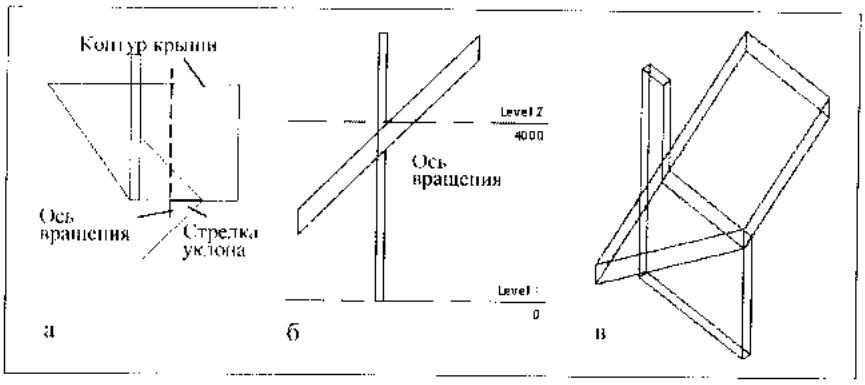

Рис. 17.5. *Стрелка уклона при построении односкатной крыши*
Ниже приведена процедура создания односкатной крыши с использованием стрелки уклона (рис. 17.5):
3. На ребре контура, которое должно определять уклон ската, по двум точкам построить стрелку уклона. Начальную точку выбрать на оси вращения ската, например, на наружном ребре стены. Вторую точку, если был выбран способ задания уклона *Slope*, можно задать в любом месте заданного направления. Если был выбран способ *Height at Tai*, стрелка должна закачиваться в точке, для которой задано возвышение относительно начальной точки (рис. 17.5,б).